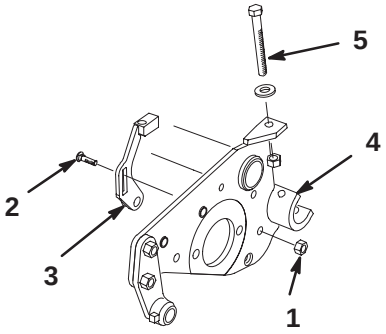

Figure 3
5. At the rear of the cutting unit, remove the carriage bolt and locknut securing the rear height-of-cut brackets to the cutting unit side plates (Fig. 3). Remove the height-of-cut adjustment bolts. Remove the height-of-cut brackets and rear roller. Set all parts aside.